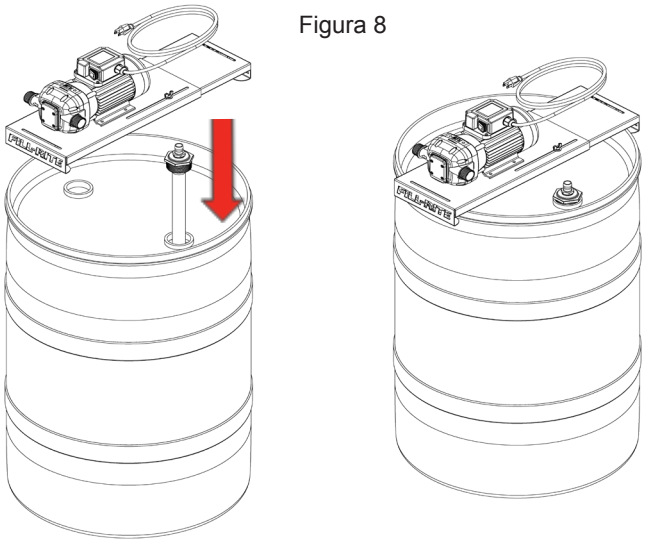

Figura 8
2. Ajuste la longitud de la tubería de succión para llegar a una distancia de 5 cm (2") del fondo del tambor después de apretar en un adaptador de tapón. Inserte la tubería de succión del tambor (se vende por separado, elemento 6, página 12). Coloque la bomba con el soporte de tambor sobre el labio del tambor. Comprima el soporte deslizante para envolver firmemente el labio del tambor. Apriete las tuercas de mariposa para fijar el soporte (Figura 8).